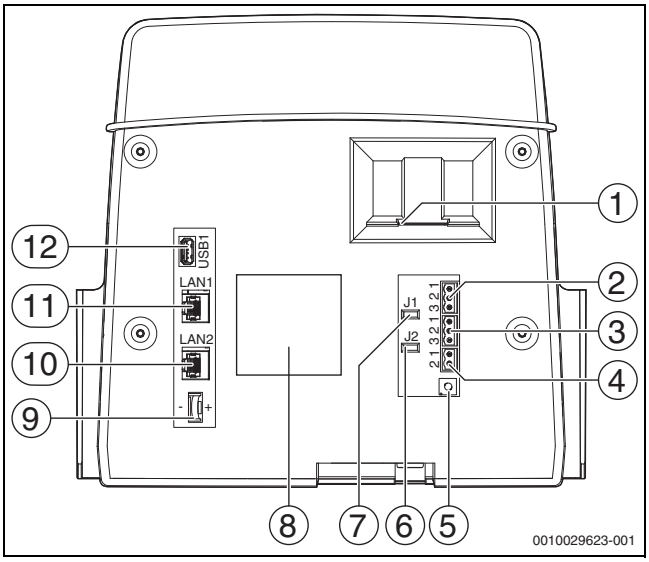

Fig. 4 Raccords module de commande
La batterie (à l'arrière du module de commande) permet de conserver l'heure et la date en cas de panne d'électricité ou si l'appareil de régulation est désactivé (→ fig. 4, [9], page 9).
- À l'arrière du module de commande aux bornes de raccordement EMS (→ figure 4, [4], page 9) avec
(→ figure 4, [3], page 9) :
- ▶ Raccorder le module de cogénération (→ fig. 4, [3], page 9)au raccord Modbus-RTU.
La résistance terminale (J2) (→ fig. 4, [6], page 9) est fermée à la livraison (inséré = activé).